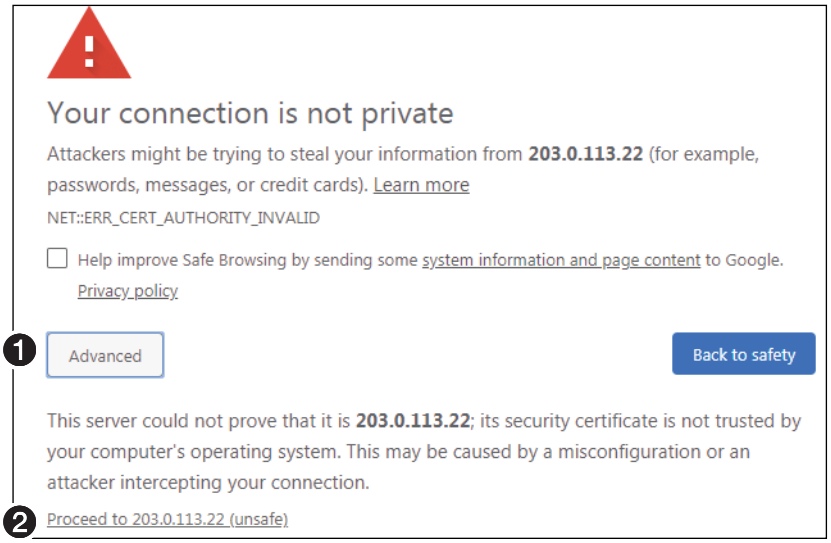

Figure 10. Privacy Notification
- If you do not have the appropriate SSL Certificate, the browser displays a privacy notification (see figure 10 for a Chrome example). Continue to the login dialog box as follows:
1. Click **Advanced** (❶). The button changes to `Hide Advanced` and explanatory text and a link appear below the button.